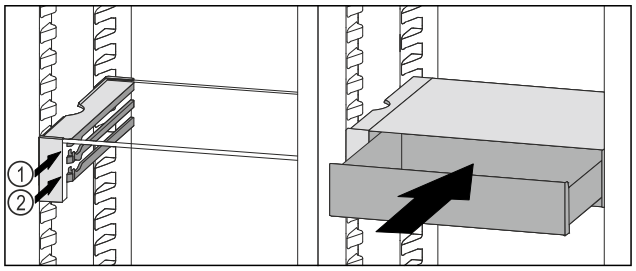

Fig. 172
▶ Așezați sertarul VarioSafe în spatele opritoarelor pe nervura dorită *Fig. 172 (1)* sau *Fig. 172 (2)*.